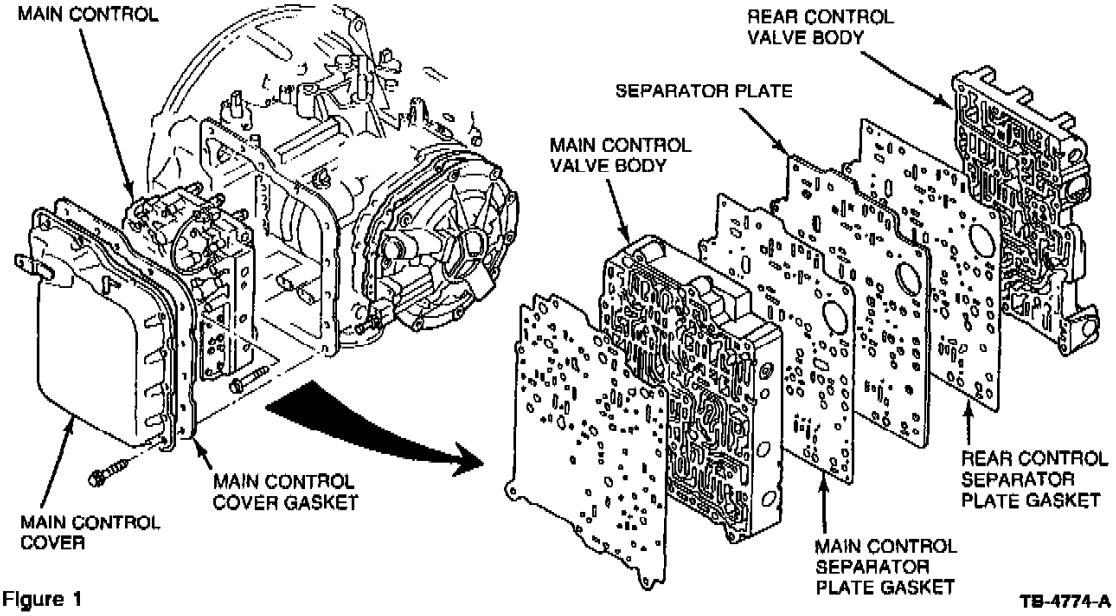

Figure 1
2. Remove drain plug and drain fluid. Remove main control cover and main control (Figure 1). Refer to the appropriate year Probe Service Manual, Section 07-01B, for removal procedure.